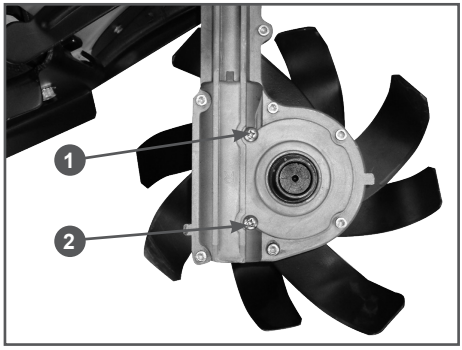

Рис. 22 Замена масла в корпусе редуктора
4. Очистите корпус редуктора вокруг пробок контрольного 1 и сливного 2 отверстий (Рис. 22).
5. Открутите пробки контрольного 1 и сливного 2 отверстий и слейте масло из корпуса редуктора в специально приготовленную для этого емкость (Рис. 22).
6. Закрутите пробку 2 сливного отверстия (Рис. 22).
8. С помощью специального шприца или масленки через контрольное отверстие 1 заливайте в корпус редуктора масло до тех пор, пока оно не начнет вытекать из контрольного отверстия 1 (Рис. 22).
9. Закрутите на место пробку 1 контрольного отверстия (Рис. 22).